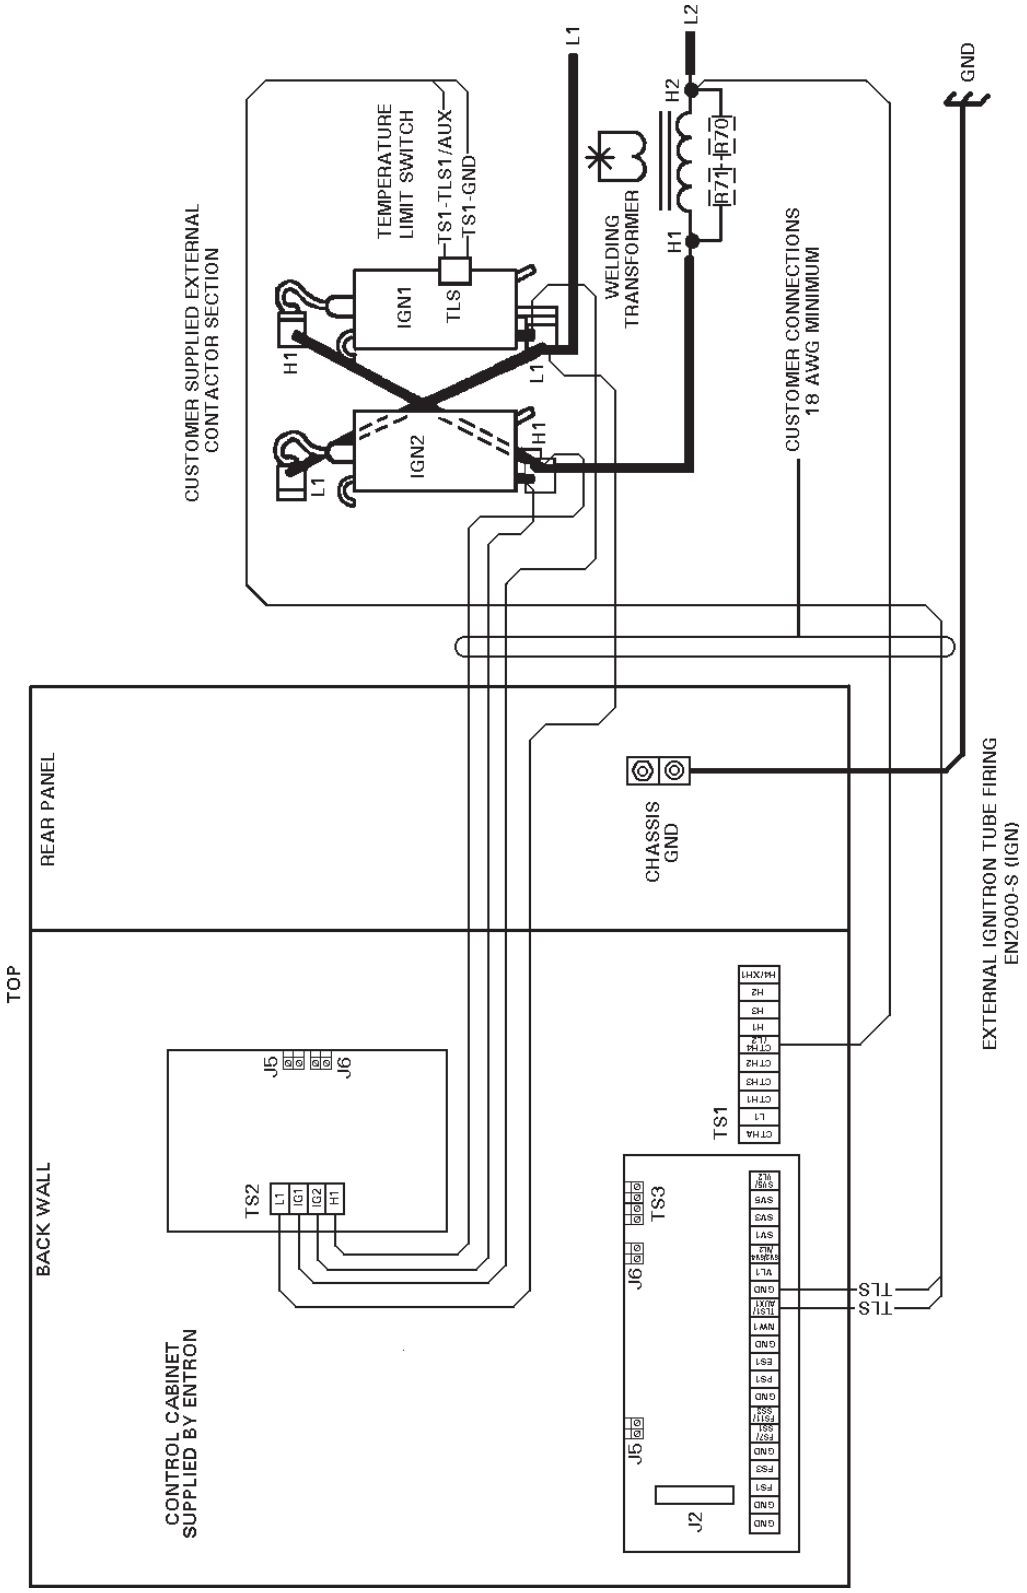

Figure 5-3. *External Ignitron Tube Contactor hook-up*
– See Figure 5-3 (TS2 is mounted on PCB3)